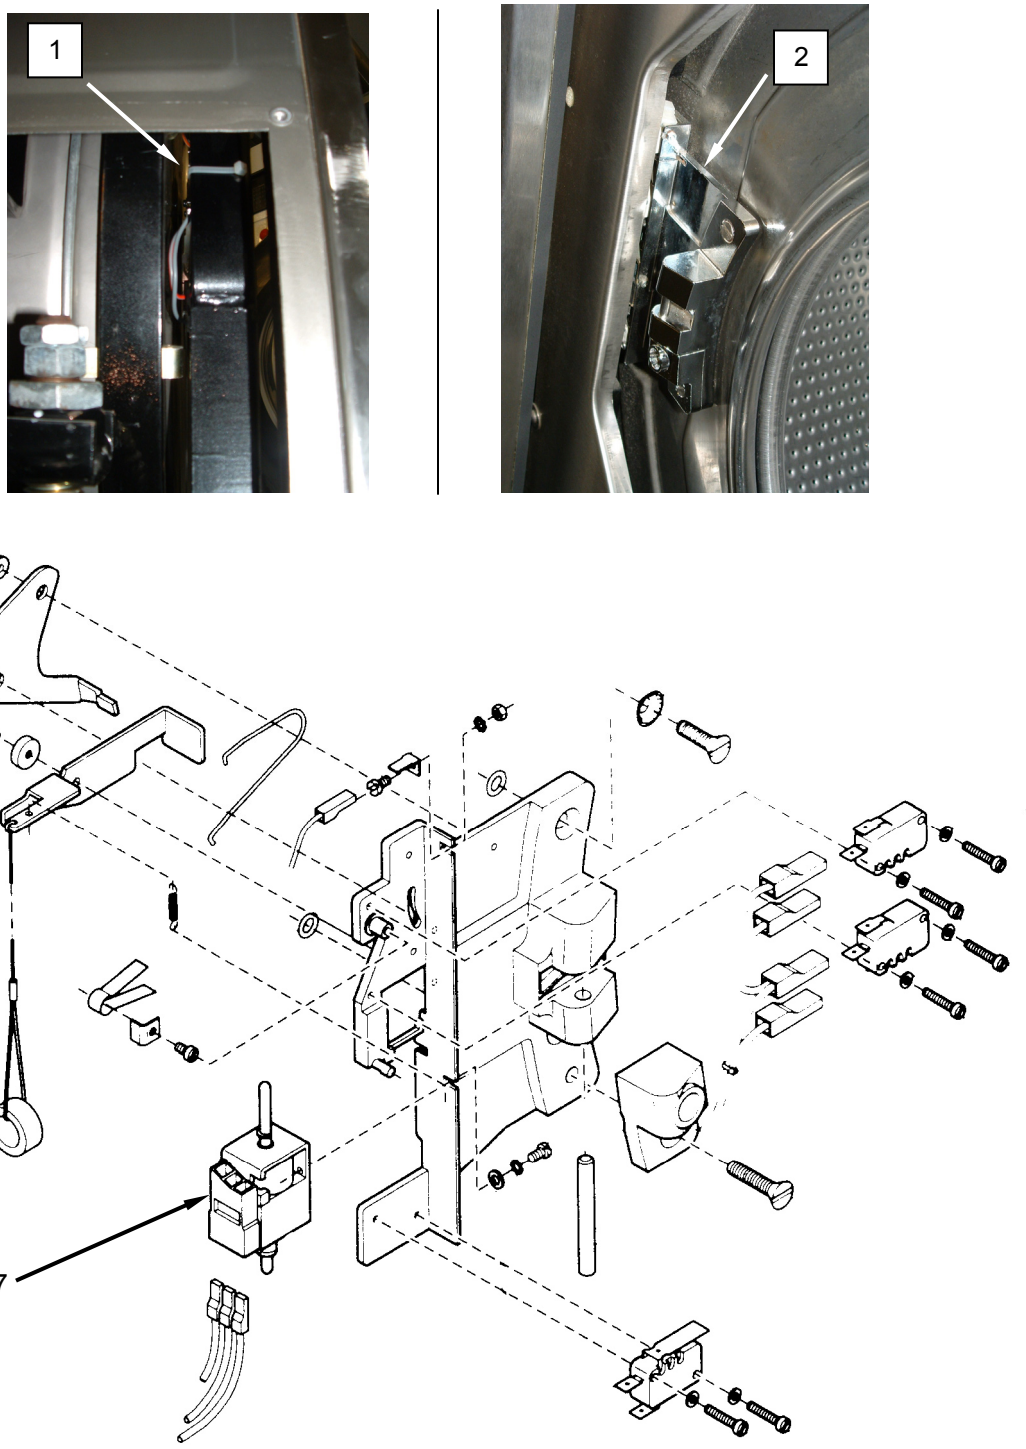

Figure 4. Test the Door Lock Solenoid.
2. Cut the wire ties **(Figure 4, Item 1)** retaining switch wiring to the washer frame. There may be one or two wire ties.
3. Pull down on release **(Figure 4, Item 6)** and then open washer door.
4. Remove screws retaining door strike assembly **(Figure 4, Item 2)** and remove door strike assembly.
5. Tag and disconnect wiring from solenoid **(Figure 4, Item 7)**.
7. Replace an open solenoid **(Figure 4, Item 7)**.
8. Connect wiring to solenoid **(Figure 4, Item 7)** as tagged.
9. Install door strike assembly **(Figure 4, Item 2)** and retain with screws.